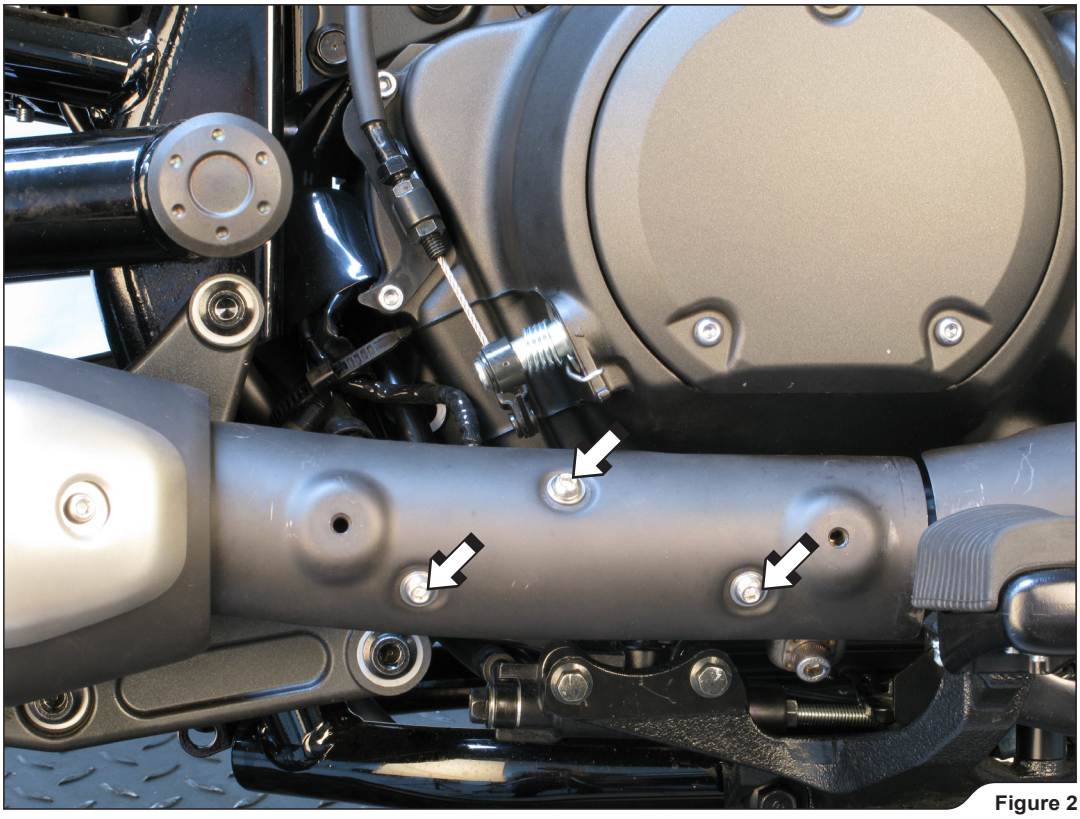

Figure 2
3. Unscrew the marked bolts and remove the lower heat shield **(Figure 2).**